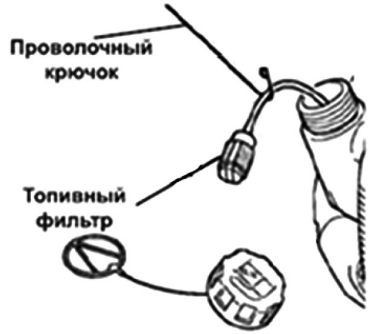

Рис. 13. Обслуживание топливного фильтра
3. Зацепите крючком топливный шланг с фильтром и вытяните через заливную горловину (Рис. 13).